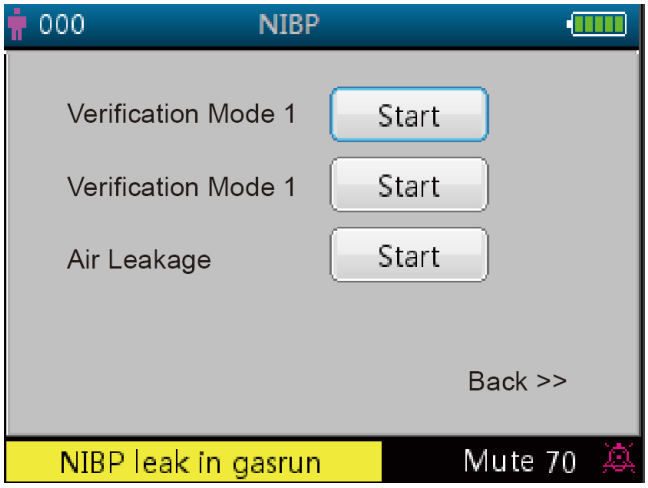

Figure 4.14 NIBP verification setup screen
- ✧ "More >> ": page down icon. Move the cursor to the last item ("Lock"), then short press the Down "" key to enter into NIBP verification setup screen, as shown in figure 4.14.